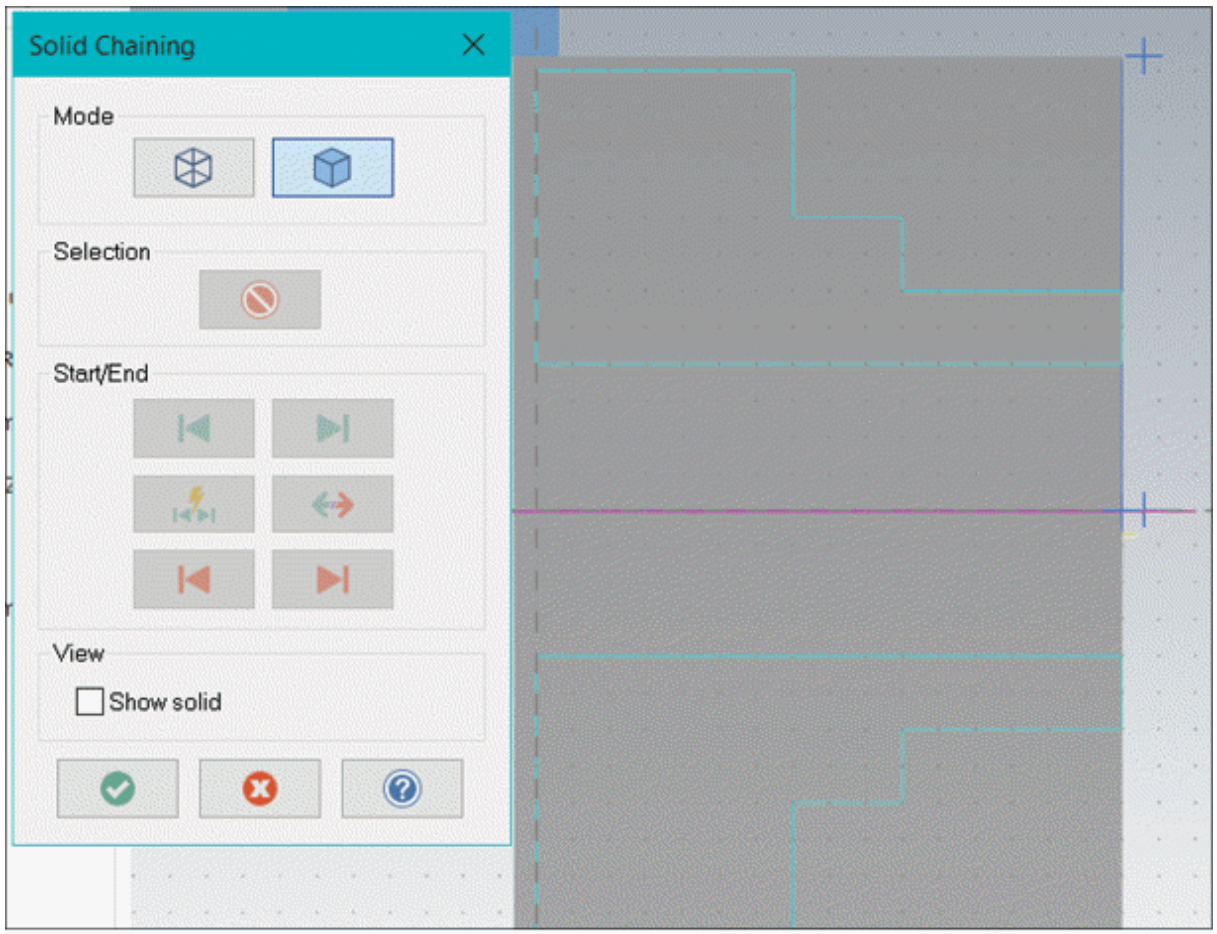

Figure-119. Solid Chaining dialog box
- Select the **Solids** button from the **Mode** area of the dialog box. The options of **Solid Chaining** will be displayed as shown in Figure-119 with model in wireframe style.